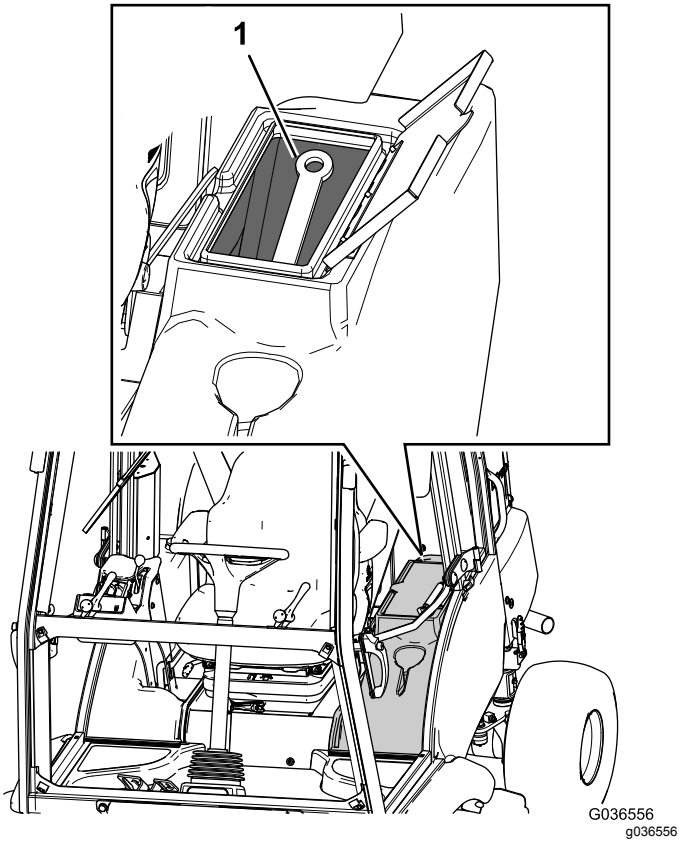

Rysunek 21
C. Włóż wspornik zabezpieczający do schowka (Rysunek 21).